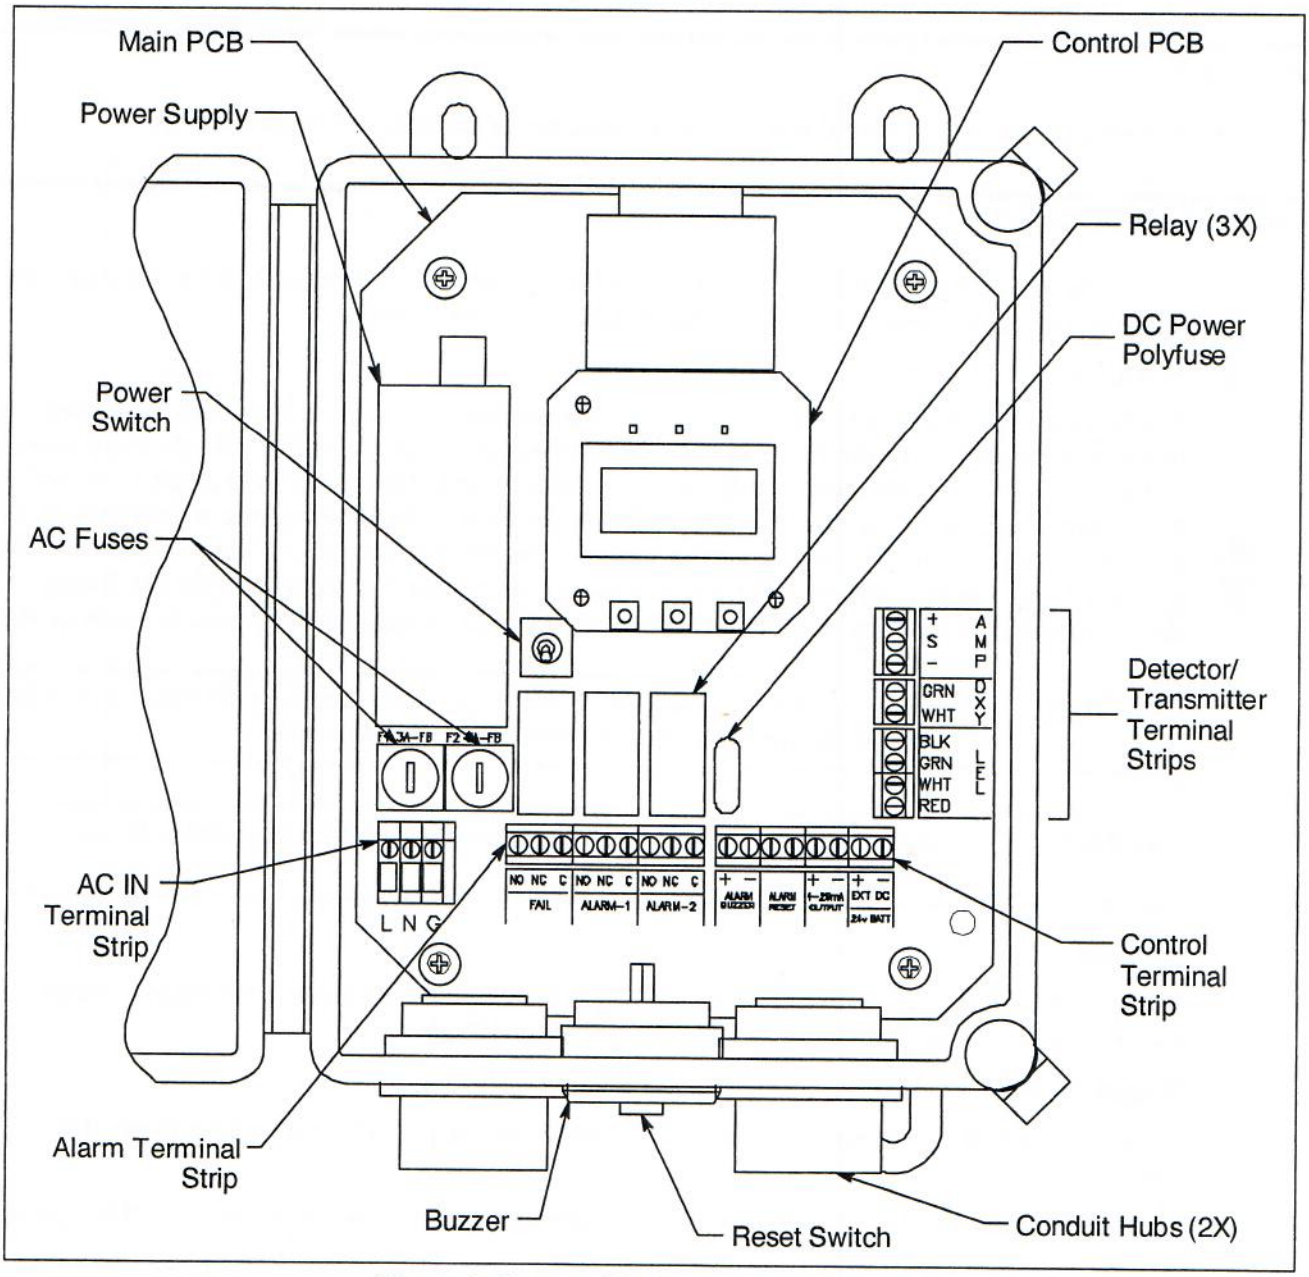

Figure 1: Beacon 110 Component Location
- **Alarm Terminal Strip**. The 9-point alarm terminal strip is located along the bottom edge of the main circuit board to the right of the AC in terminal strip (see Figure 1). It facilitates wiring external alarm devices (horn, strobe, etc.) to the alarm relay contacts and includes common (C), normally closed (NC) and normally open (NO) terminals for fail, alarm 1, and alarm 2.
- **Controller Terminal Strip.** The 8-point controller terminal strip is located along the bottom edge of the main circuit board to the right of the alarm terminal strip (see Figure 1). The controller terminal strip facilitates various internal and external wiring connections. Table 3 lists the function of each terminal.
- **Detector/Transmitter Terminal Strips.** Three adjacent terminal strips are located along the right side of the main circuit board above the controller terminal strip (see Figure 1). These three terminal strips facilitate wiring connections to a detector or a 4 - 20 mA transmitter. The lower 4-point terminal strip is labelled **LEL** and is used to wire a combustible detector. The middle 2-point terminal strip is labelled **Oxy** and is used to wire an oxygen detector. The top 3-point terminal strip is labelled **AMP** and is used to wire 4 - 20 mA transmitters or direct connect preamp type detectors. Although terminal strips are present for various types of detectors, only one detector head at a time may be wired to the Beacon 110.
The power switch is located to the right of the power supply and above the relays (see Figure 1 on page 8). The power switch turns the incoming AC power source on and off at the Beacon 110. When the switch is up, the power switch is on.
The Beacon 110 includes three active status LEDs that are located above the display (see Figure 1 on page 8). Two LEDs, labelled RX and TX, to the right of those described below, are not active.